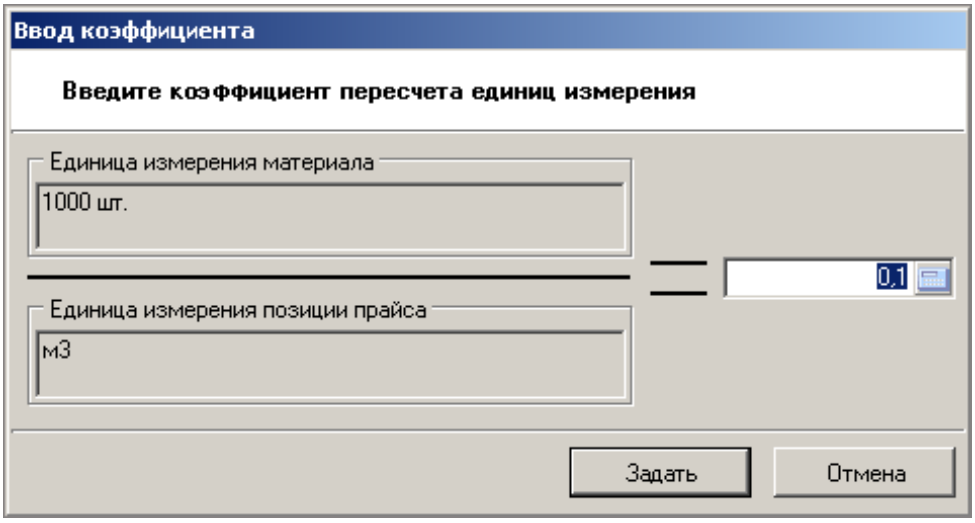

Рис. 2. Выбор коэффициента пересчета
- цена может быть назначена напрямую из прайса. При этом, если позиция не привязана ни к одному материалу, то необходимо указать коэффициент пересчета единиц измерения (см. рис. 2);